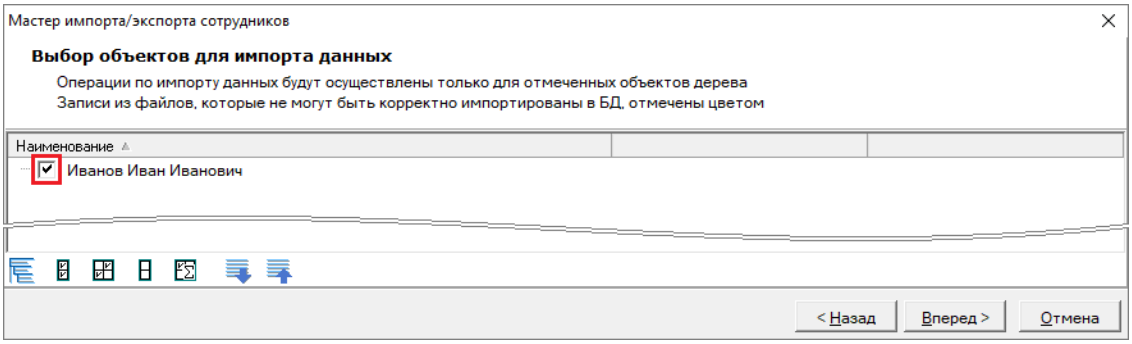

Рисунок 15-60 Выбор персонала для импорта
10) В шаге «Выбор объектов для импорта данных» (см. п. 15.4.3) выбрать персонал для импорта (установкой флагов напротив тех сотрудников, которых необходимо импортировать в БД), в текущем примере это один «Иванов Иван Иванович» (см. Рисунок 15-60);